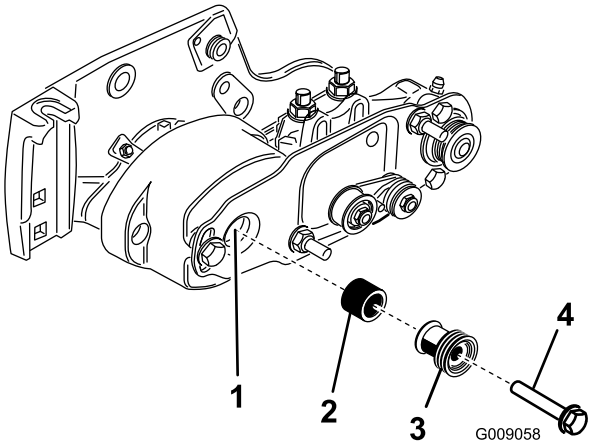

Figura 15
19. Instale el espaciador sobre el eje del alojamiento del cojinete (Figura 15).
20. Inserte la polea motriz en el espaciador y sobre el árbol de transmisión (Figura 15). Asegúrese de que las pestañas de la polea entran en la ranura del eje motor.
21. Sujete la polea y el espaciador al árbol de transmisión con un perno con arandela prensada (3/8" x 2") (Figura 15).